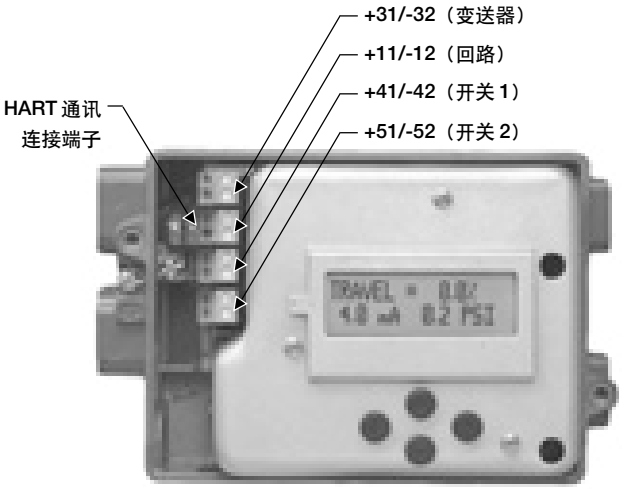

*图 2-14. 回路、变送器与开关端子*
3. 把控制系统输出卡上的正极“输出电流”端接到标号为 “+41”的接线端。再将负极 “输出电流”（或叫返回）端接到标号为“-42”的接线端。参照图2-14。
3. 把控制系统输出卡上的正极“输入电流”接到标号为“+31”的接线端。再将负极“输入电流”的导线接到标号为“-32”的接线端。参照图 2-14。
一个 HART 通讯设备，如 375 型现场通讯器或通过 HART 调制解调器运行 AMS ValveLink 软件的个人电脑，均可与 DVC2000 系列数字式阀门控制器进行通讯。可以在 4-20 mA 回路上的任意点连接。另外，接线板上设置有便利的通讯接线端子（见图 2-14）。在开始数字通讯之前必须先给设备供电。